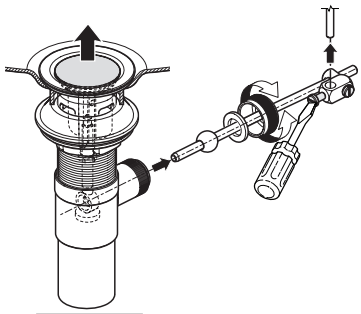
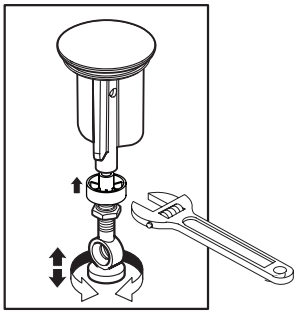

Fig. 9.1
Fig. 9.2
- Dévisser le **bloc d'ajustement** et l'**écrou** du corps du drain, puis retirer la **tige horizontale**. Retirer le **bouchon** du drain et ajuster la hauteur du **boulon incrochetable**. Vérouiller le **boulon** en serrant l'**écrou**. Remettre le **bouchon** dans le drain et reconnecter à la **tige de levage**. Vérifier le fonctionnement du **bouchon** et répéter l'ajustement au besoin (fig. 9.1 et fig. 9.2).
- Unscrew the **connecting block** and then unscrew the **nut** from the drain body and remove the **horizontal rod**. Pull the **stopper** out of the drain and adjust the **burglarproof bolt** height. Screw the **nut** to lock position. Put the **stopper** back in the drain and reconnect to the **lengthened lift rod**. Check **pop-up drain** operation and repeat as requires (fig. 9.1 and fig. 9.2).